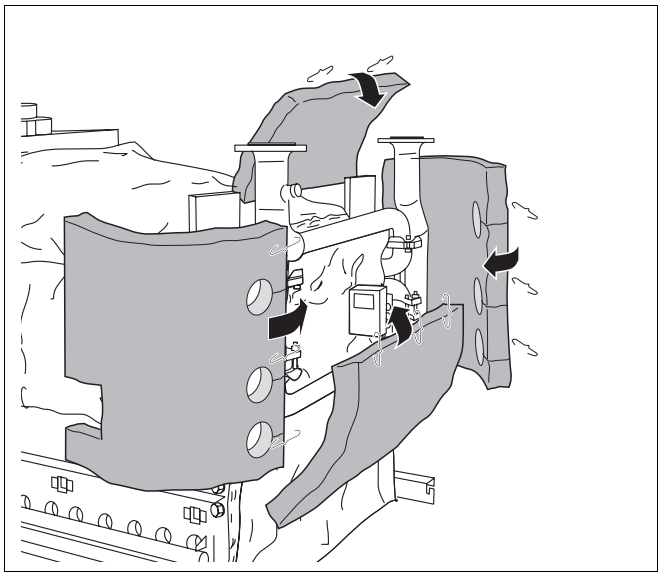
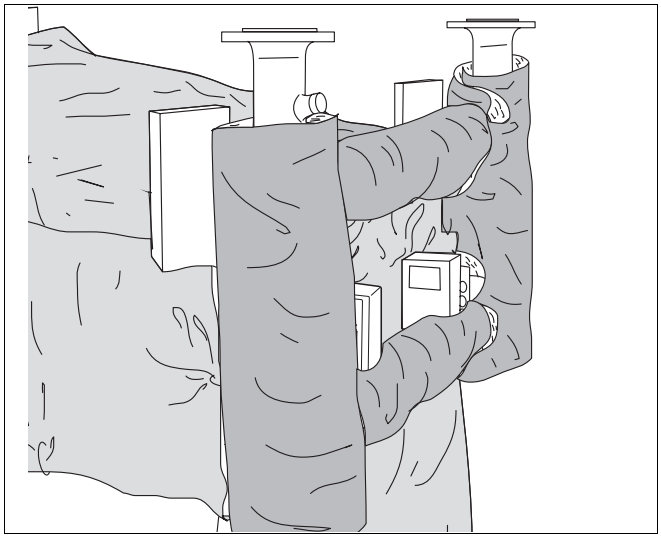

Rys. 69 Montaż izolacji cieplnej rur
Rys. 70 Zamontowana izolacja cieplna rur
Montaż izolacji cieplnej rur (rys. 69 i rys. 70)
- Założyć izolację cieplną (z lewej i prawej strony) na rury pionowe i sczepić sprężynami mocującymi. Rury poprzeczne prowadzone będą przez dolne i górne wycięcie okrągłe (rys. 69).
- Włożyć siłownik przez środkowe okrągłe wycięcie (rys. 69).
- Założyć izolację cieplną (u góry i u dołu) na rury poprzeczne i sczepić sprężynami mocującymi (rys. 69).